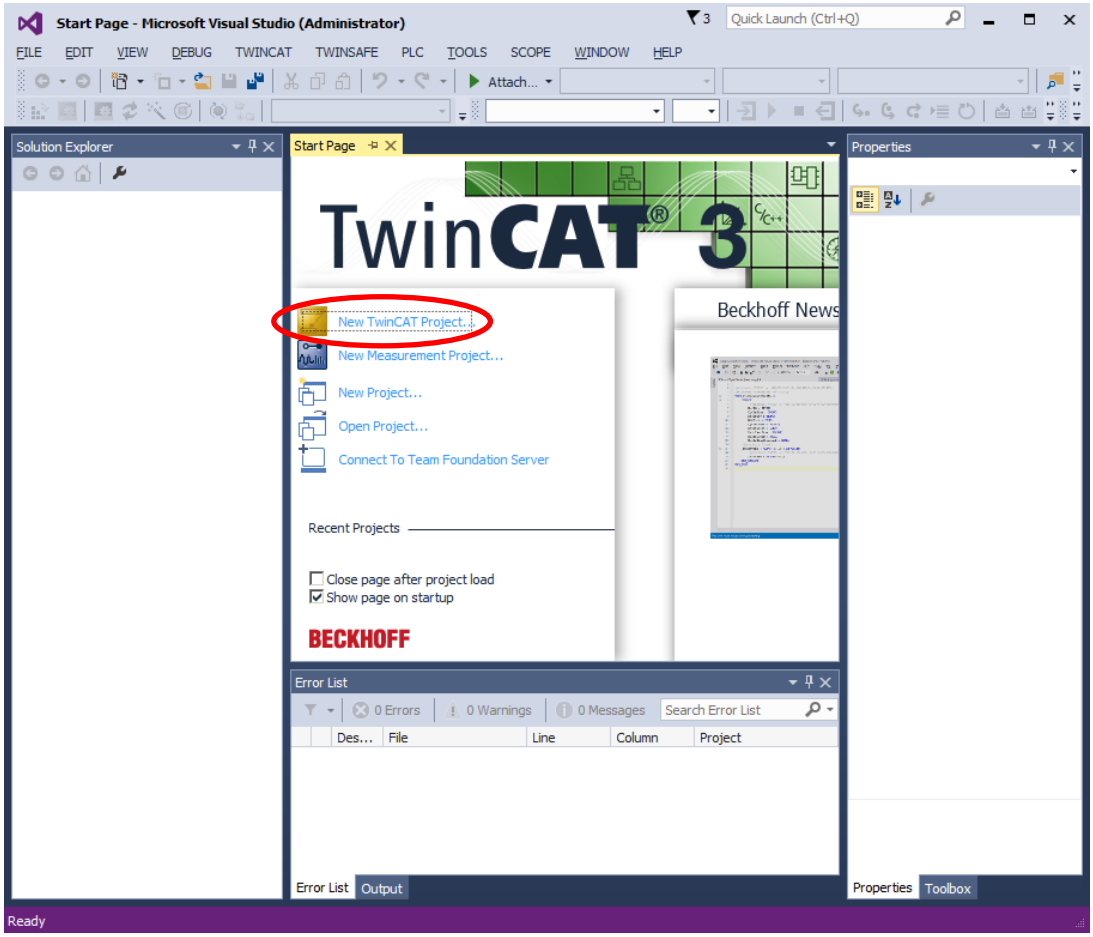

Figure 4-1 TwinCAT®3 start-up screen
(2) After starting the program, select [New TwinCAT Project] as shown in Figure 4-1 and create a new project of type TwinCAT XAE Project. Note that the creation of the new project may take several 10 seconds and watch the progress bar in the lower right corner of the TwinCAT®3 window.